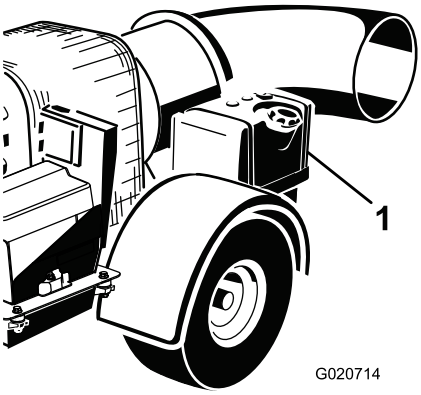

**Figur 8**
2. Rengør området omkring brændstoftankens dæksel, og fjern dækslet (Figur 8).